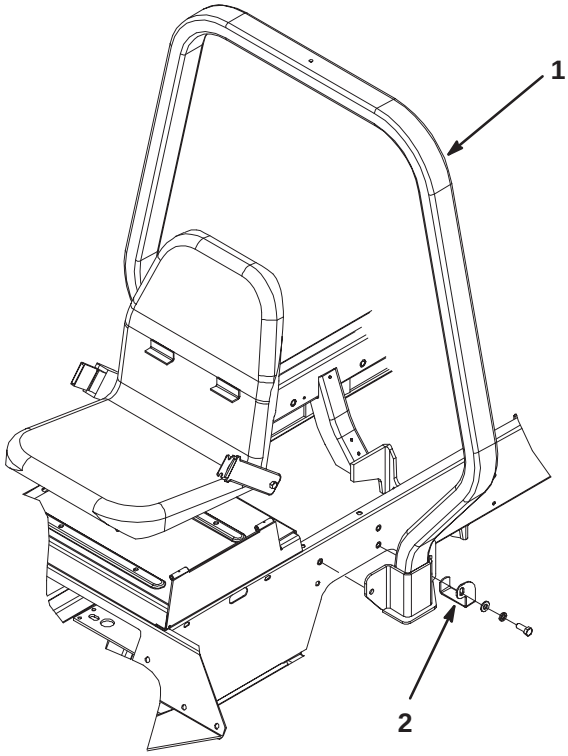

Figure 3
3. Loosely mount the front of each ROPS leg to the frame with a capscrew, flatwasher and a lockwasher (Fig. 3).
4. Mount the rear of each ROPS leg and a new hose guide to the frame with a capscrew, flatwasher and a lockwasher as shown in figure 3. Torque all the capscrews to 75-85 ft–lbs.